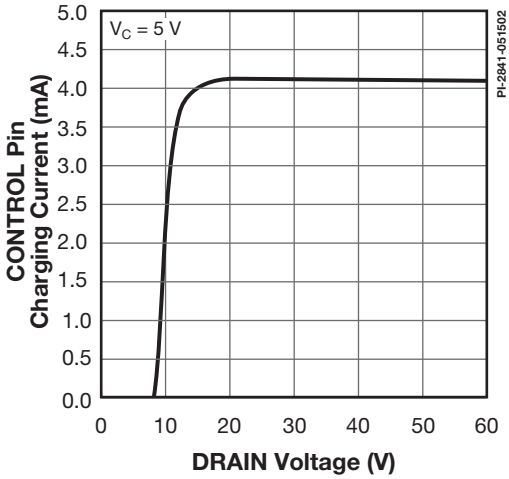

Figure 45. I_C vs. DRAIN Voltage.
D. It is possible to start up and operate DPA-Switch at DRAIN voltages well below 16 V. However, the CONTROL pin charging current is reduced, which affects start-up time, auto-restart frequency, and auto-restart duty cycle. Refer to Figure 45, the characteristic graph on CONTROL pin charge current (I_C) vs. DRAIN voltage for low voltage operation characteristics.